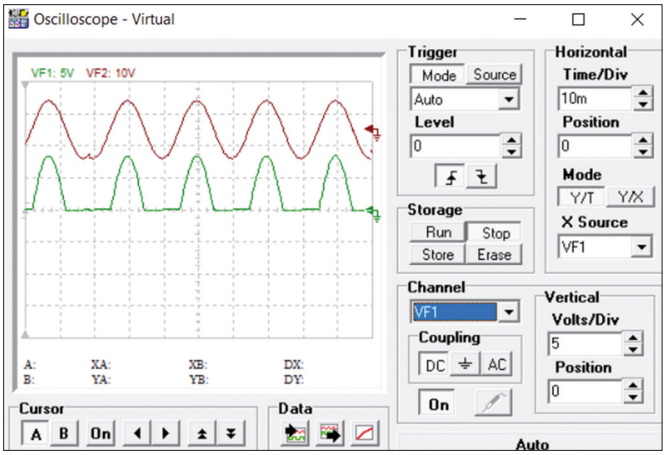

Figure 4.26 Input and output waveforms.
- Click T&M and select oscilloscope. Set Channel to VF1, Time/Div to 10m, Volts/Div to 5. Then, set Channel to VF2 and use the same settings. Move the input graph up using the Position button. Figure 4.26 shows the input and output waveforms of the half-wave rectifier circuit displayed on the oscilloscope.